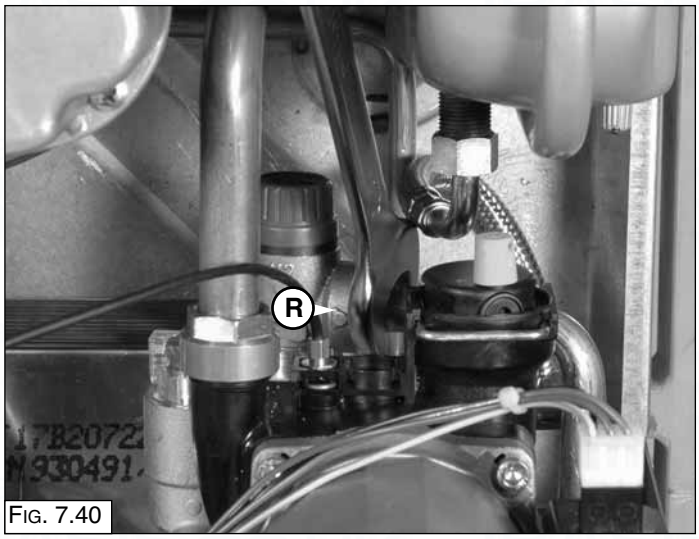

Fig. 7.40
1. Loosen the nut **"R"** and remove the pipe (Fig. 7.40);